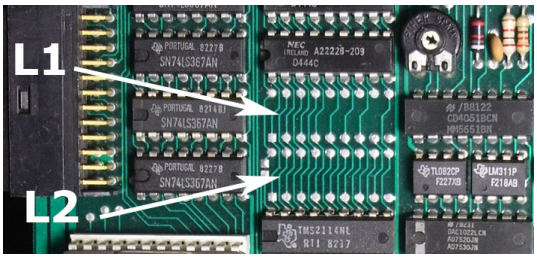

FIGURE 16 – Emplacement de L1 et L2
- Les trous sont vierges, c'est-à-dire qu'ils n'ont pas été remplis de flux de soudure ! Il faut insérer les deux supports de composants (DIP18) dans les trous des logements L1 et L2 visibles sur les figures 16 et 6. Attention : il faut mettre les composants du bon coté du